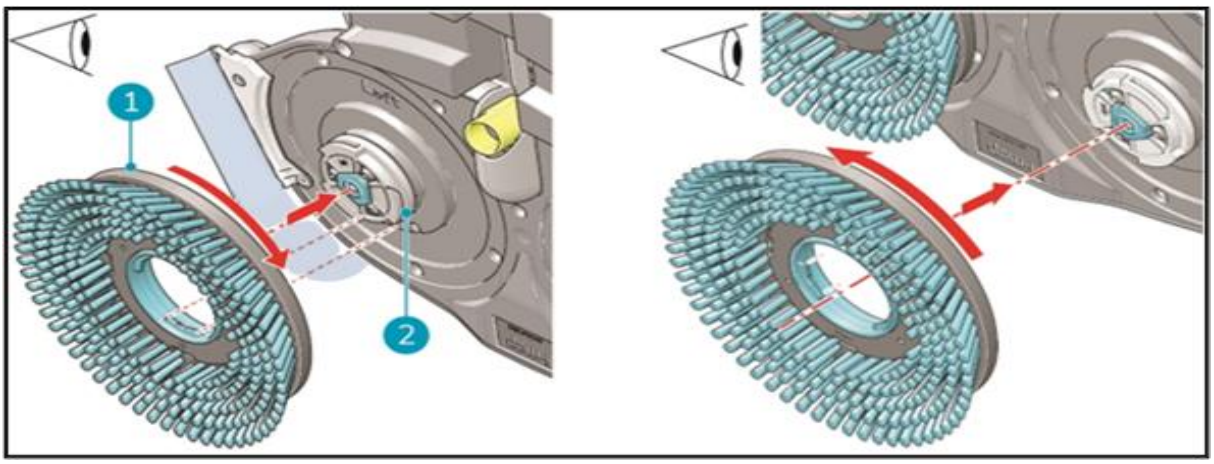

Abbildung 34
3. Drehen Sie mit der anderen Hand die linke Bürste (Abbildung34 , Pos. 1) gegen den Uhrzeigersinn, bis Sie einen Widerstand spüren oder sehen, dass sich die Motorscheibe mitdreht.